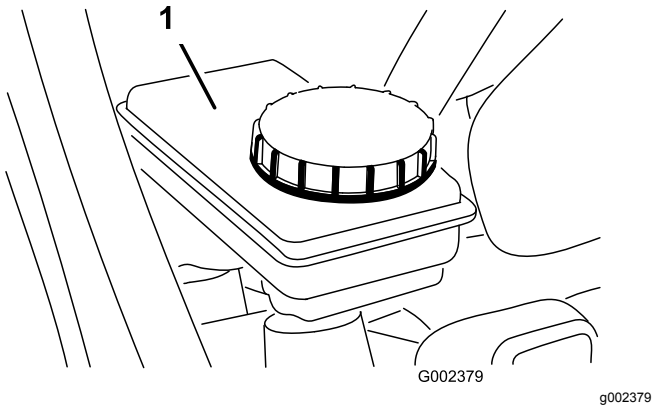

Rysunek 55
5. Poziom płynu powinien znajdować się na wysokości linii Full (pełny) na zbiorniku (Rysunek 55).
6. Jeśli poziom płynu jest niski, oczyść obszar wokół korka, odkręć korek zbiornika i napełnij zbiornik do odpowiedniego poziomu płynem podanego typu (Rysunek 55).